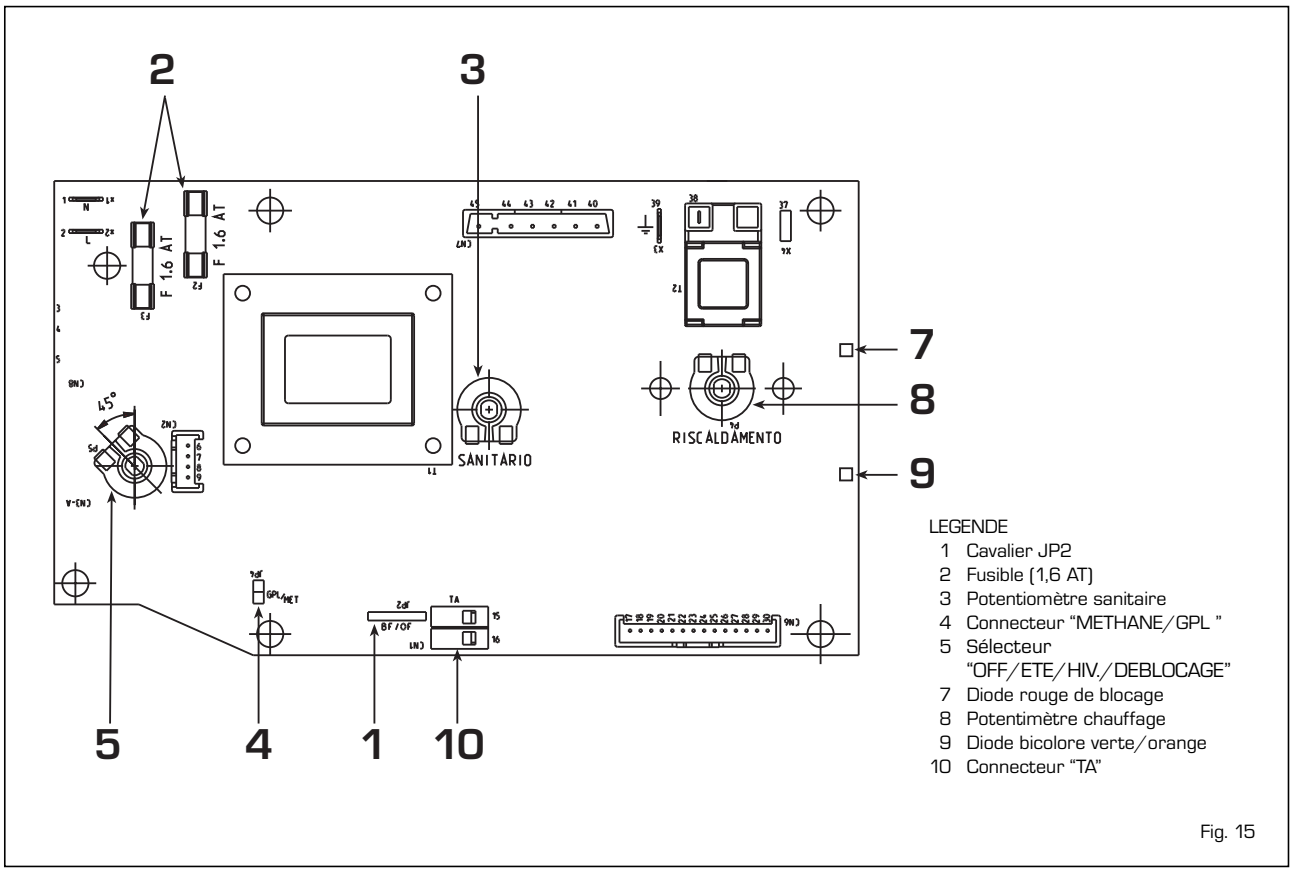

Fig. 15
3.1.2 Dispositifs (fig. 15)
La carte électronique est munie des dispositifs suivants (fig. 15):
- Démonter le collecteur brûleurs (3)
- Remplacer les injecteurs principaux (6) livrés avec le kit, en intercalant la rondelle de cuivre (4); pour effettuer cette opération se servir d'une clef fixe 7.
- Déplacer le pont du connecteur "MET/GPL" de la carte électrique sur la position **"GPL"** (4 fig. 15).